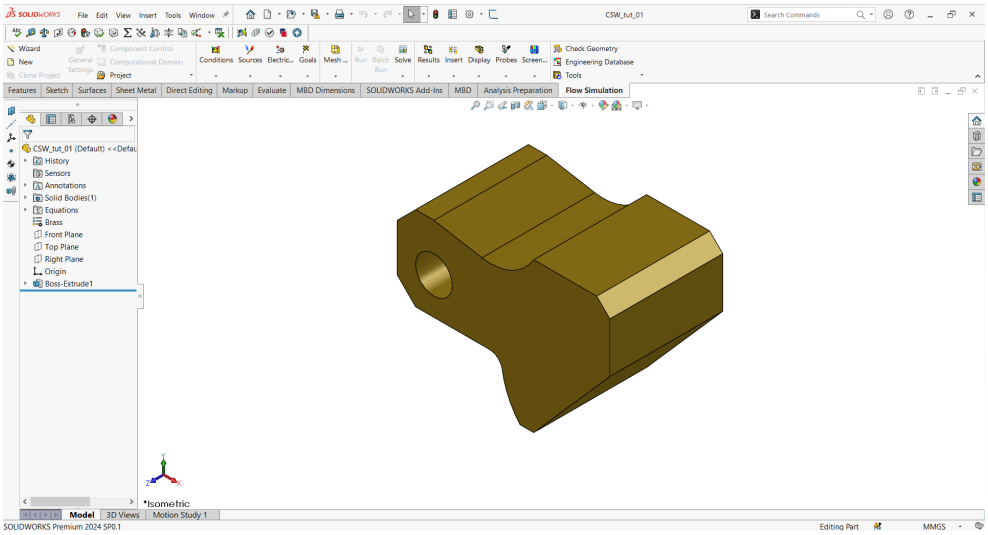

Figure 4 *The model in the part environment*
4. Select the *CSW_tut_01.SLDPRT* file from the *CSW_tut_01* folder and then choose the **Open** button. The model gets opened in the part environment, as shown in Figure 4.